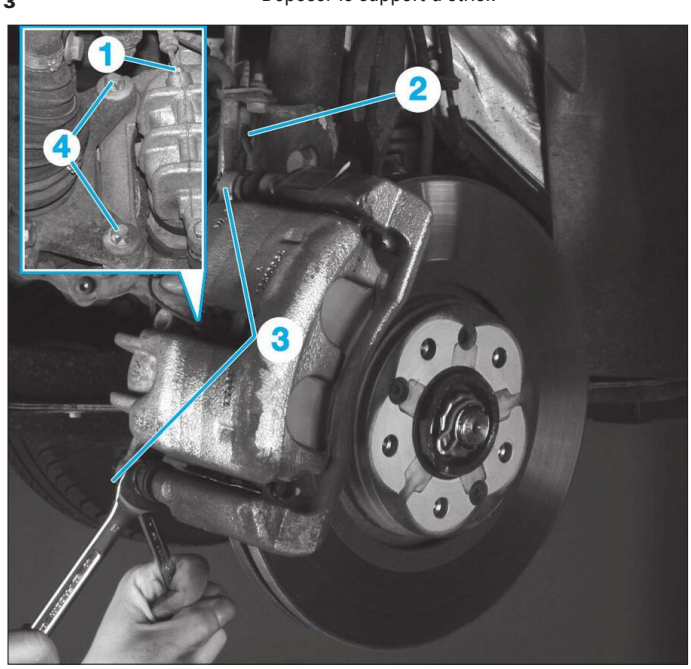

**Fig. 4**
• Désaccoupler le flexible de frein (1) **(Fig.4)**.
• Débrancher le fil du témoin d'usure (2) des plaquettes de frein.
• Déposer la vis de colonnette (3).
• A l'aide d'une clé Torx, déposer les deux vis (4) du support d'étrier.